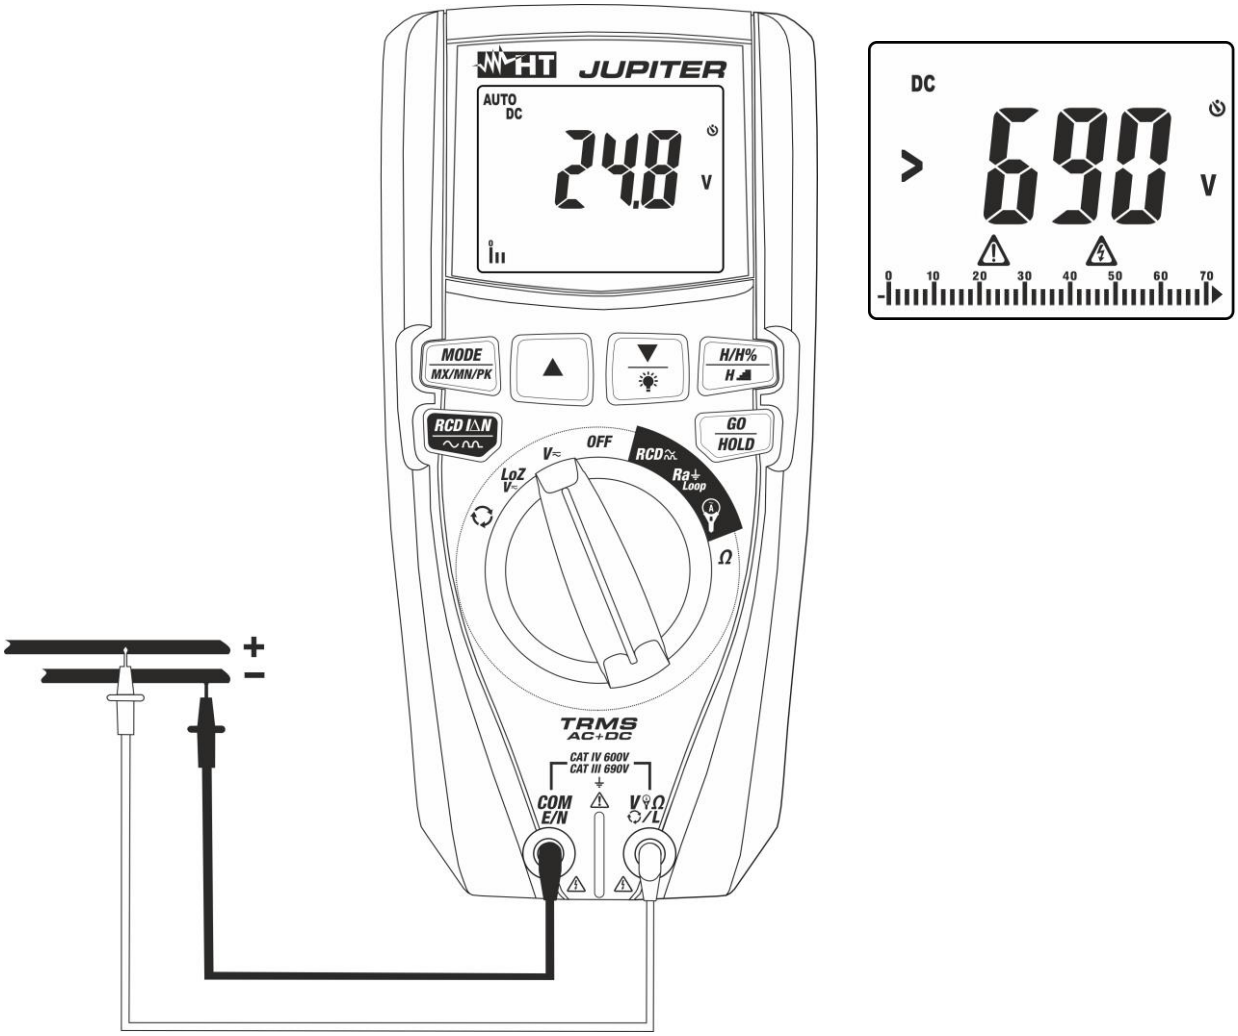
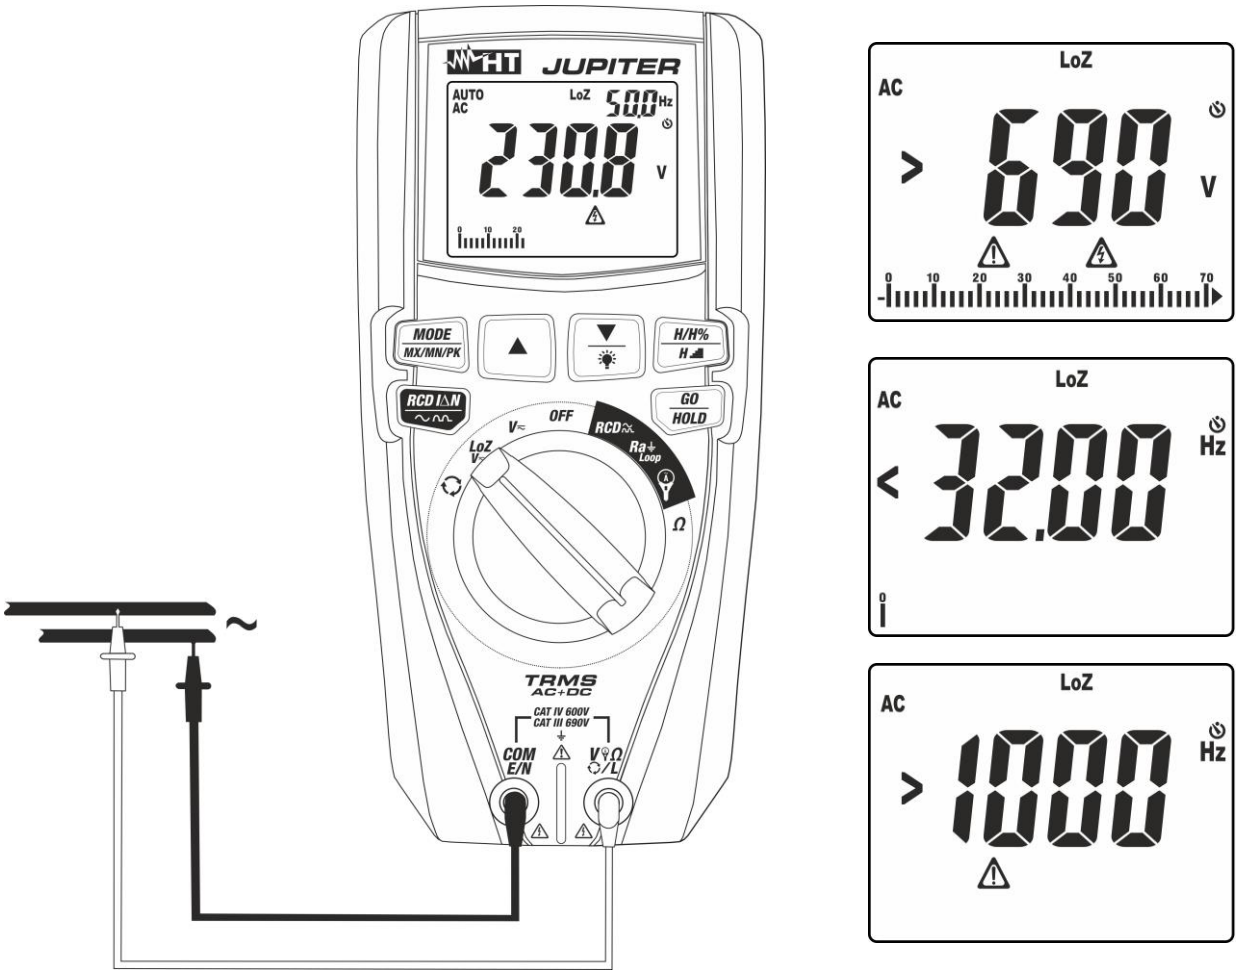

Fig. 8: Uso do instrumento para medir Tensões CC
Fig. 10: Uso do instrumento para medir Tensões CA/CC com a função LoZ
3. Colocar a ponteira vermelha e a ponteira preta respetivamente nos pontos com potencial positivo e negativo do circuito em exame (ver Fig. 8). O valor da tensão é apresentado no display.
4. Se no display aparecer a mensagem "**>690V**" (ver Fig. 8) atingiu-se o fundo de escala do instrumento
5. A visualização do símbolo "**-**" no display do instrumento indica que a tensão tem sentido oposto em relação à ligação da Fig. 8.
4. Colocar a ponteira vermelha e a ponteira preta respetivamente nos pontos do circuito em exame (ver Fig. 10) para a medição da tensão CA ou nos pontos com potencial positivo e negativo do circuito em exame (ver Fig. 8) para a medição da tensão CC. O valor da tensão é apresentado no display. Na parte superior direita do display é apresentado o valor da frequência da tensão. Premir o botão **MODE/MXMNPK** para visualizar o valor da frequência com maior resolução.
5. Se no display aparecerem as mensagens "**<32Hz**" ou “**>1000Hz**” (ver Fig. 10) o valor da frequência está fora do intervalo da medição **32Hz ÷ 1000Hz.**
6. A visualização do símbolo "**-**" no display do instrumento indica que a tensão tem sentido oposto em relação à ligação da Fig. 8